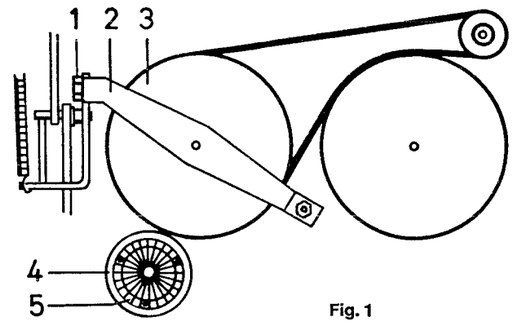

Fig. 1
2. **Echange de la courroie d'entraînement** (voir fig. 1)
2. **Cambio de la correa de mando** (véase fig. 1)